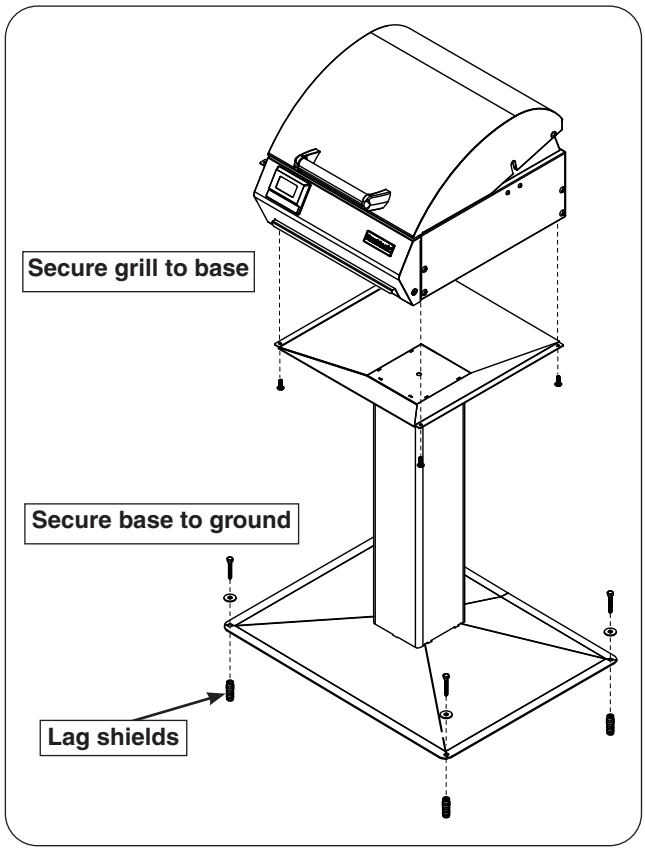

**Fig. 12-3** Post model installation
3. Align the electric grill onto the top of the post assembly. Using the same four screws, fasten the electric grill to the post assembly. See Fig. 12-3.
1. Locate the patio mount base in the planned grill location and mark the 4 holes. Drill the marked holes to a 1/2" diameter x 1 1/2" depth. Insert the lag shields (see Fig. 12-3) into the holes, being sure that they are flush with the ground.
2. Align the holes on the patio mount base over the lag shields in the ground. Secure the base with the lag screws (see Fig. 12-3) using a 7/16" nut driver.